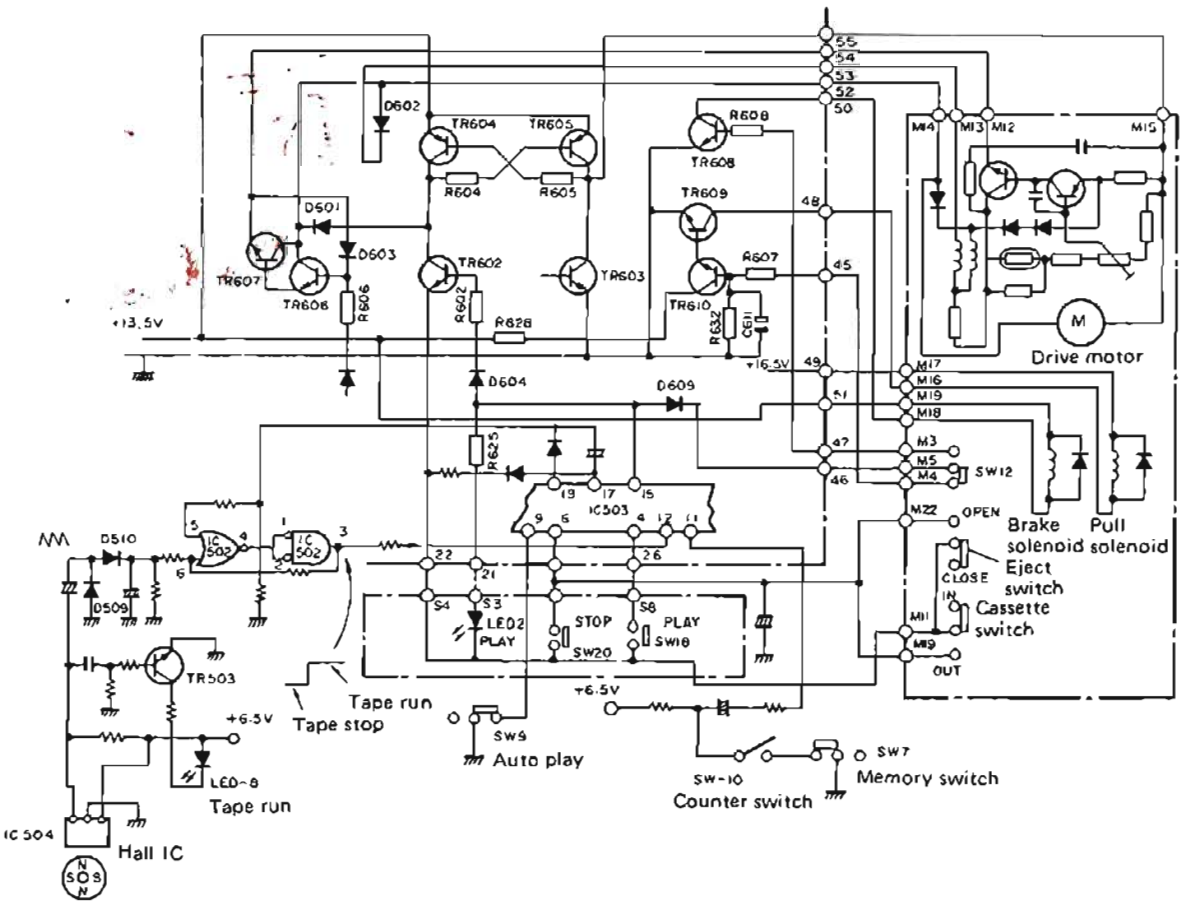

Fig. 19
6. AUTO STOP (See Fig. 19.)
7. AUTO PLAY (See Fig. 19.)
8. AUTO STOP by memory switch (See Fig. 19.)